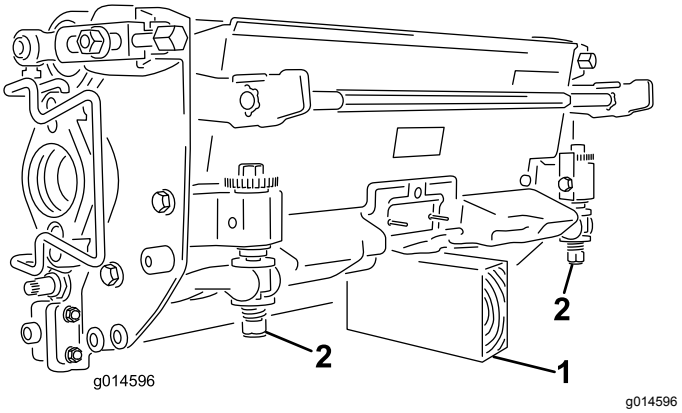

**Figuur 46**
***Belangrijk:*** **Als u het maaidek moet kantelen, ondersteun de achterkant van het maaidek dan om te verzekeren dat de moeren van de instelschroeven van de snijbalk niet op het werkvlak rusten (Figuur 46).**